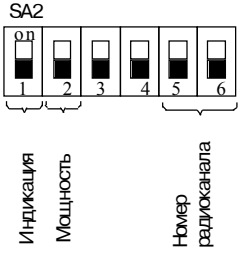

Рисунок 64. Установки DIP-переключателей
- после завершения настройки извещателя переключатель «МОЩН» установите в положение OFF (рисунок 64).